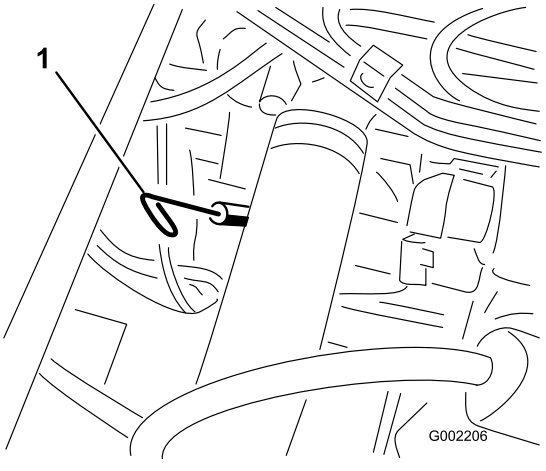

Figura 18
2. Retire la varilla, ubicada debajo del asiento del pasajero, y límpiela con un paño limpio (Figura 18).